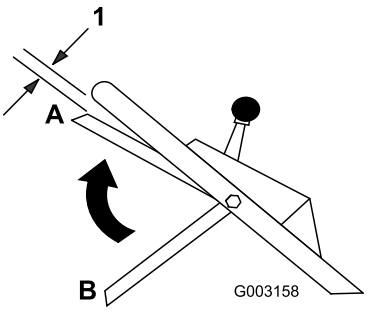

Rysunek 18
9. Unieś dźwignię sterującą ostrzem na wysokość około 2,5 cm poniżej uchwytu - patrz: pozycja A, jak przedstawia Rysunek 18.